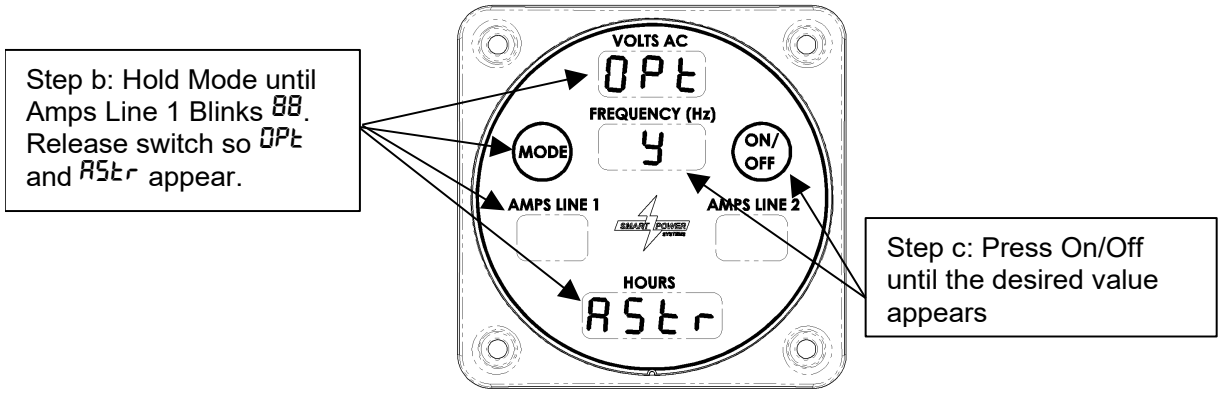

Figure 13 – Auto-start Selection Display
b. Press and hold the Mode switch until the Amps Line 1 field begins blinking 88 (more than 10 seconds). Release the switch so OPt and AStr appear. Reference Figure 13.